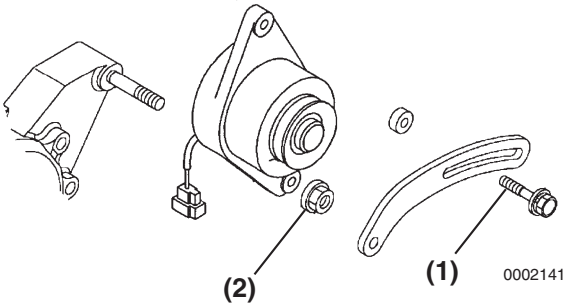

Figure 11-29
1. Position the dynamo on the gear case. Loosely reinstall the nut **(Figure 11-29, (2))** on the gear case stud and the V-belt adjuster bolt **(Figure 11-29, (1))**.